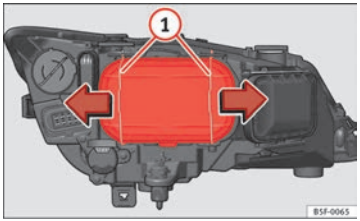

Fig. 139 Dipped beam headlights
– Move the loops ⇒ Fig. 139 (1) in the direction of the arrow and remove the cover.